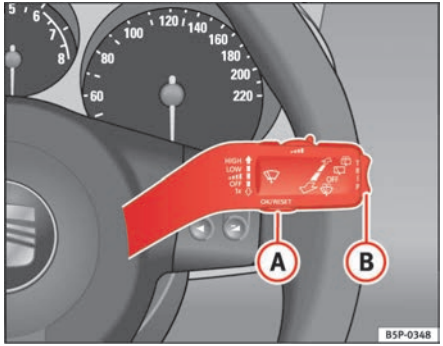

Fig. 38 Windscreen wiper and windscreen wash lever: button A and rocker switch B
A **Service pre-warning** will appear in the mileage displays if a service is due soon. A “spanner” symbol appears and the display “km” with the distance that can be driven until the next service appointment is due. The display will change after approximately 10 seconds. A “clock symbol” appears and the number of days until the service appointment should be carried out. The instrument panel displays shows the following message[5]: **SERV. IN ... KM OR ... DAYS**. The service message will disappear approximately 20 seconds after the ignition is switched on or the engine is running. The normal display can be resumed by pressing the reset button on the trip counter or by pressing the rocker switch of the MFI ⇒ page 61, fig. 38 (B).
– With the ignition switched on, briefly press the button ⇒ fig. 38 (A) on the windscreen wiper lever to move between the two memories.